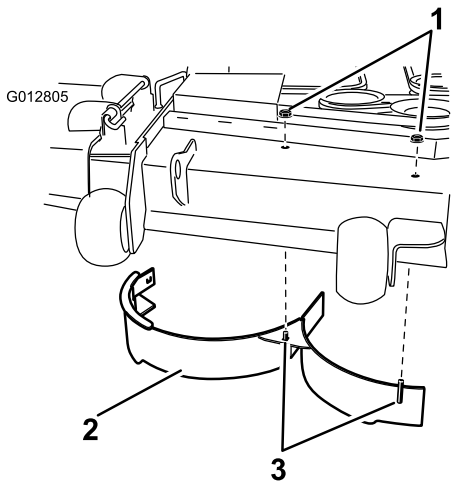

Figur 2
8. Montera den högra skärmen på klippdäcket enligt Figur 2. Använd två låsmuttrar (5/16 tum) för att fästa den högra skärmens svetsade tappar ovanpå klippdäcket i mitten och till höger om mitten. Dra åt muttrarna för hand.